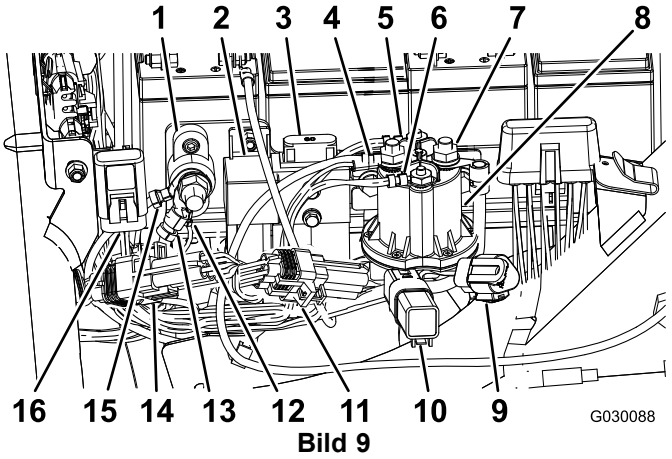

Bild 9
11. Entfernen Sie die Kappe von der Sicherung (10 A, 58 Volt) und werfen sie weg (Bild 9).
12. Stecken Sie die Anschlussklemme mit der Sicherung (10 A, 50 Volt) in die vorhandene Kappe, die am Rahmen der Maschine befestigt ist (Bild 9).
13. Schließen Sie den Relaisanschluss für das Aktivieren der E-Spindeln (P07) an, siehe Bild 9.
14. Schließen Sie den 90-Grad-Anschluss der Schalterseite (J07) am Kabelbaum an der hinteren Anschlussklemme am Schalter (48 Volt Gleichstrom) an und befestigen ihn an der Anschlussklemme (Bild 9).
16. Schließen Sie die zwei Anschlüsse der Hauptschalterspule am Schalter (48 Volt Gleichstrom) an, wie in Bild 9 abgebildet.
17. Schließen Sie das mit „Battery Side“ markierte Kabel und das Kabel des Batterietrennschalters an der vorderen Anschlussklemme am Schalter (40 Volt Gleichstrom) an Bild 9.
19. Schließen Sie das ID-Modul (P08) an, wie in Bild 9 abgebildet.
20. Schließen Sie das CAN-Schnittstellenmodul (P10) an, wie in Bild 9 abgebildet.
24. Schließen Sie die Erdungsklemmenanschlüsse (J06 und J08) am Erdungsblock an (Bild 9).